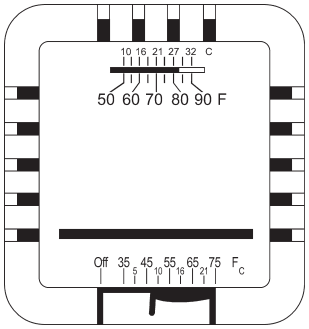

Figura 8. Controles del termostato
B. Coloque el termostato en posición de apagado (OFF). Consulte la Figura 8.